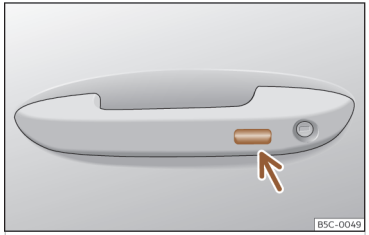

Abb. 83 Türgriff: Sensorfläche.
- **ODER:** mit dem Keyless Access-System (nur Schließen): Finger einige Sekunden auf der Sensorfläche zum Verriegeln ››› **(Abb. 83)** (Pfeil) im Türgriff halten, um die Fenster und das Schiebedach zu schließen. Wenn Sie die Sensorfläche nicht mehr berühren, wird die Schließfunktion unterbrochen.
Halten Sie einige Sekunden lang einen Finger über die Verriegelungssensorfläche ››› **(Abb. 83)** (Pfeil) am Türgriff, damit das Dach geschlossen wird. Wenn Sie die Sensorfläche nicht mehr berühren, wird die Schließfunktion unterbrochen.